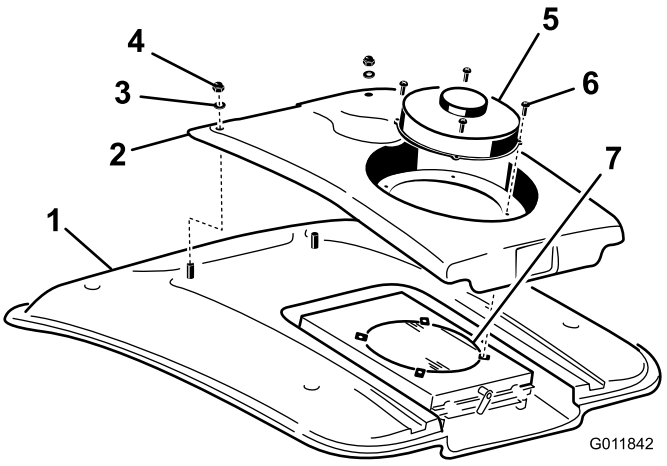

Figur 73
2. Lossa de fyra skruvar som fäster fläkten och kondensatorkåpan vid fläktmonteringen (Figur 73).
4. Lossa de två muttrarna och brickorna som fäster kondensatorkåpans främre del vid hyttens tak (Figur 73).
8. Rengör luftkonditioneringskondensatorn noga med tryckluft (Figur 73).